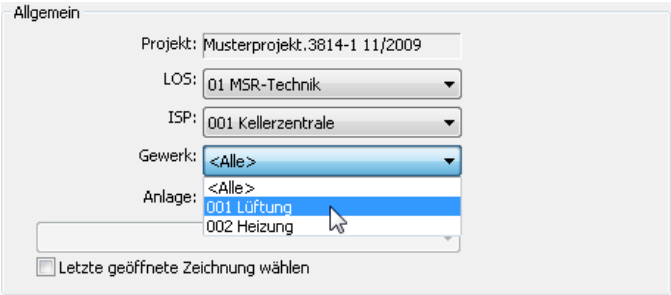

Bild 37.6 – Wahl der Ebene für den GAEB-Export
- Wählen Sie, vom *Titel* an abwärts, die Ebene, die Sie komplett bearbeiten möchten, also z. B. für das Gewerk *Heizung:* Titel *MSR-Technik,* ISP *Kellerzentrale,* Gewerk *Heizung*. Default für die jeweils untergeordneten Ebenen ist *<Alle>,* es sind also alle Objekte des Gewerks *Heizung* gewählt (Abb. 37.6).